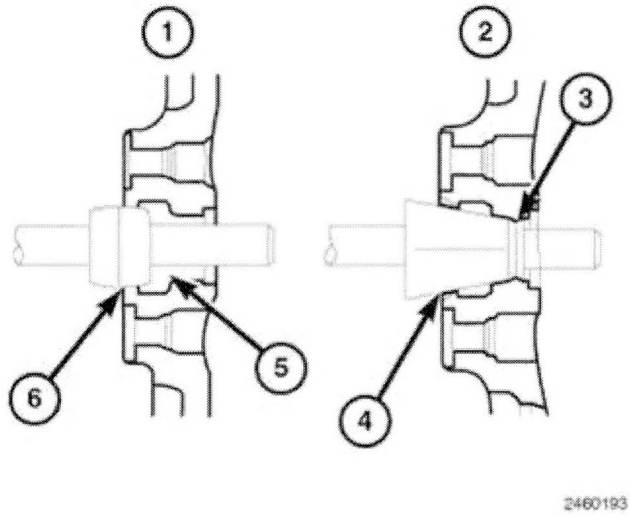

***Fig. 1 Balance Equipment***
**NOTE: Balance equipment could read an incorrect balance result when measuring Chrome Clad wheels. This is caused by the equipments mounting cone/collet contacting the cladding or the cone/collet is not balanced. A dual-taper collet (1) type wheel centering tool is recommended as opposed to a high-taper cone (2) type wheel centering tool. Always use the manufacturer's recommended balance equipment (Fig. 1).**